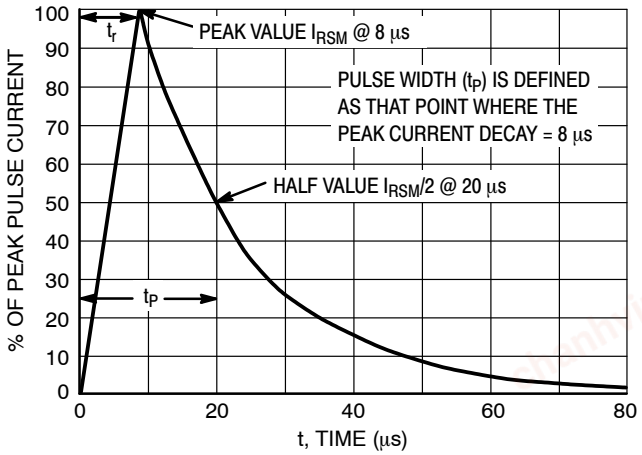
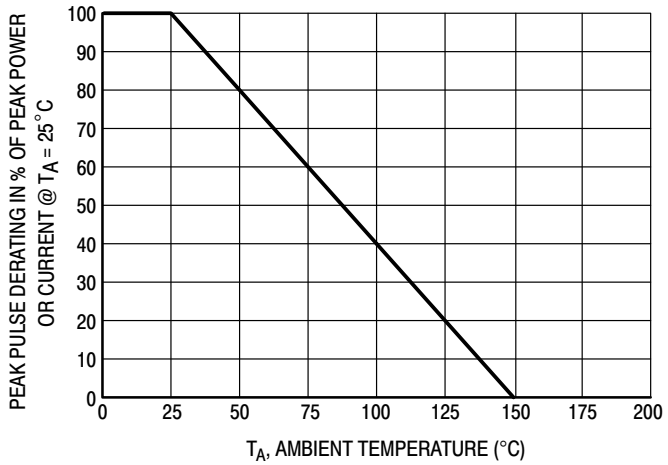

Figure 5. 8 X 20 μs Pulse Waveform
Figure 10. Pulse Derating Curve
1. Non–repetitive current per Figure 5. Derate per Figure 10.